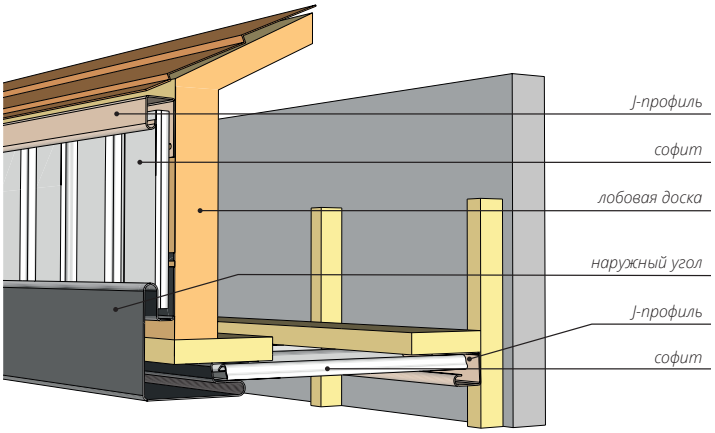

*Рисунок 88*
**20.2** Монтаж с помощью наружного угла. Если ширина J-фаски (ветровой доски) недостаточна для закрытия лобовой доски, монтаж осуществляется следующим образом: вдоль верхнего края лобовой доски устанавливается J-профиль; наружный угол устанавливается в соответствии с рис. 88; J-профиль примыкающий к стене, монтируется аналогично схеме монтажа с использованием J-фаски. Софит нарезается на отрезки нужной ширины и устанавливается в пазы J-профилей и наружного угла.